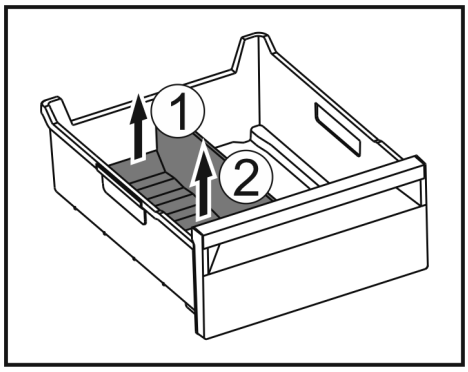

Fig. 195
▶ Lift the rear part of the ice compartment divider. *Fig. 195 (1)*
▶ Remove the ice compartment divider upwards. *Fig. 195 (2)*